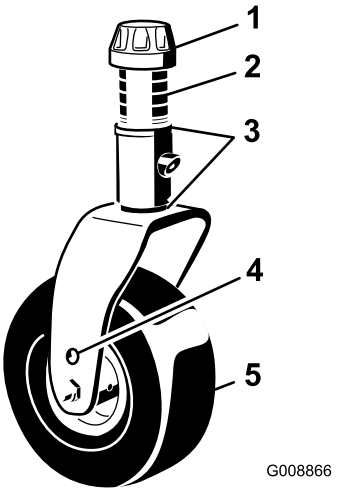

Figuur 15
3. Verwijder de klemkap van de spilas (Figuur 15) en schuif de as uit de zwenkwielarm. Plaats de 2 opvulstukken op de spilas zoals deze oorspronkelijk waren geplaatst. Deze opvulstukken zijn nodig om ervoor te zorgen dat de maaidekken over de gehele breedte horizontaal staan. Schuif het benodigde aantal afstandsstukken van 13 mm (raadpleeg onderstaande tabel) op de spilas om de gewenste maaihoogte te bereiken; schuif daarna de klemring op de as.